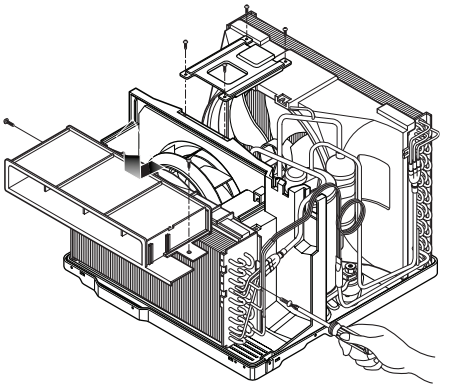

Figure 5
7. Remove the air guide upper.(See Figure 5)